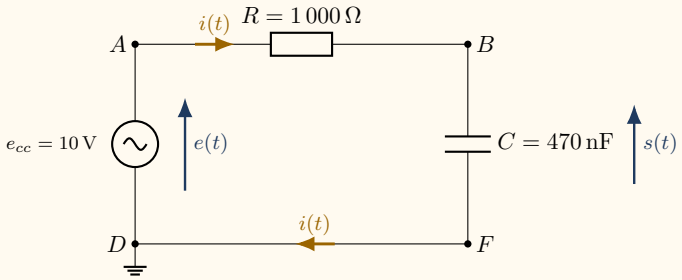

Fig. 1 – Montage électrique à réaliser (RC série, sortie aux bornes du condensateur).
- **Reproduisez**, à l'aide du matériel mis à disposition sur votre paillasse, le montage électrique de la Fig. 1.